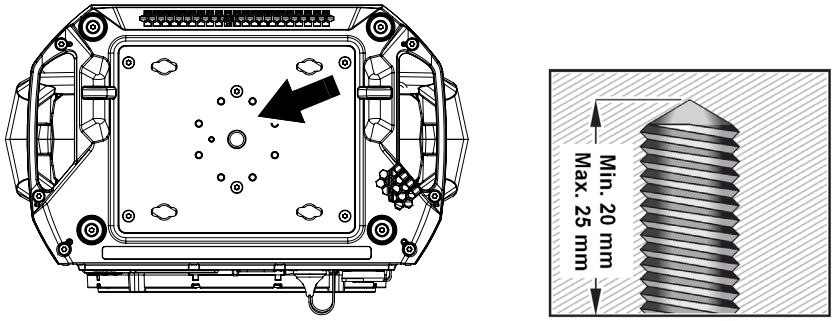

Figure 6. Vis M12 pour suspension avec un collier unique.
1. Procurez-vous un collier et une vis M12 adaptés. Voir Figure 6. Lorsque la vis est fermement serrée sur le collier et dans le pas de vis au centre de l'appareil, elle doit pénétrer d'un **minimum de 20 et d'un maximum de 25 mm** dans la base. Passez la vis dans le collier et vérifiez la longueur restante. Cette longueur doit être dans les limites minimales et maximales. Si ce n'est pas le cas, changez de vis et procurez-vous une vis aux bonnes dimensions.
2. Voir Figure 6. Appliquez un peu de Loctite 243 ou un frein filet similaire puis passez la vis dans le collier de suspension et vissez-la dans le filetage au centre de la base de l'appareil. Alignez le collier pour que